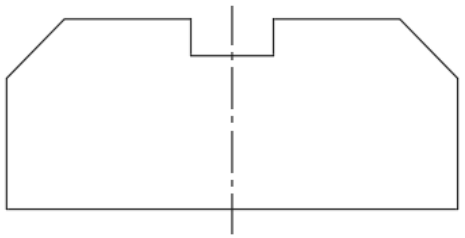

Figure 1-13 *Sketch after hiding all constraints*
14. Choose the **Hide All** button from the **Parametric** tab of the **Geometric** panel to hide all constraint bars. Figure 1-13 shows the sketch after hiding all constraint bars.